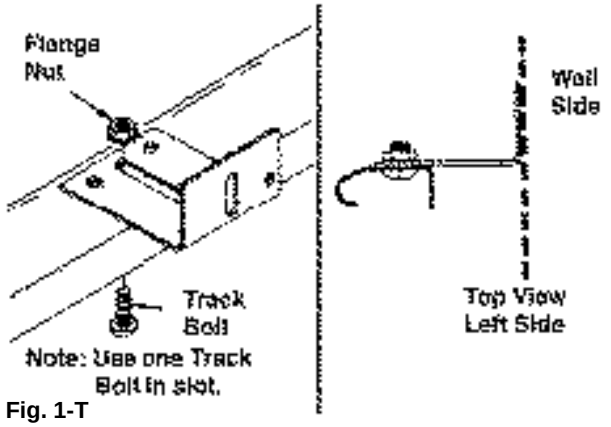

Fig. 1-T
**Step 1:** Loosely fasten the track brackets to the vertical track using one 1/4" x 5/8" track bolt and 1/4" flange nut as shown with the head of the bolt inside the track. There are two sizes of brackets. The shortest track brackets should be installed ten inches from the bottom of the track with the flange facing the flat side of the track. This ensures proper placement of the track, one on the left and one on the right. The flat side of the track goes toward the wall. (FIG. 1-T)